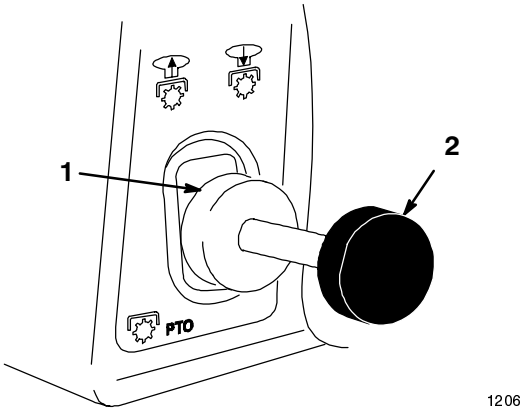

Figure 7
3. Push the PTO (power take off) to “OFF” (Fig. 7).
1. Push the PTO (power take off) to “OFF” (Fig. 7).
2. Pull the power take off (PTO) to “ON” (Fig. 7).
2. Push the power take off (PTO) to “OFF” (Fig. 7).